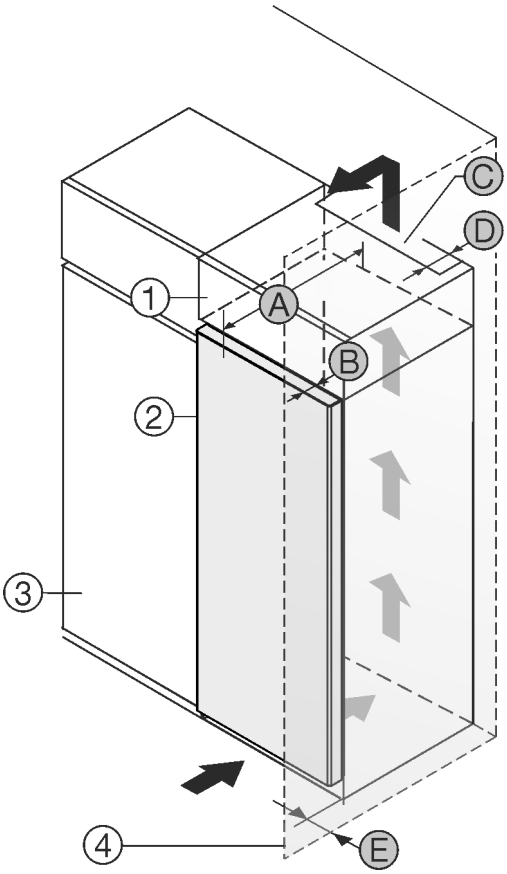

Fig. 1
Вы можете установить устройство непосредственно рядом с кухонным шкафом *Fig. 1 (3)*.
На задней стенке дополнительного шкафчика должен быть вентиляционный канал с глубиной *Fig. 1 (D)* по всей ширине этого шкафа.
Нужно соблюдать вентиляционное отверстие *Fig. 1 (C)* под нижней панелью.
Если устройство устанавливается на шарнирах у стены *Fig. 1 (4)*, то расстояние между устройством и стеной должно быть не менее 13 мм.
Если устройство устанавливается на шарнирах у стены *Fig. 1 (4)*, то расстояние между устройством и стеной должно быть не менее 20 мм.
Чтобы можно было полностью открыть дверь, устройство должно выступать на глубину двери *Fig. 1 (B)* относительно передней стенки кухонного шкафа. В зависимости от глубины кухонных шкафов *Fig. 1 (3)* и использования пристенных распорок устройство может выступать и больше.